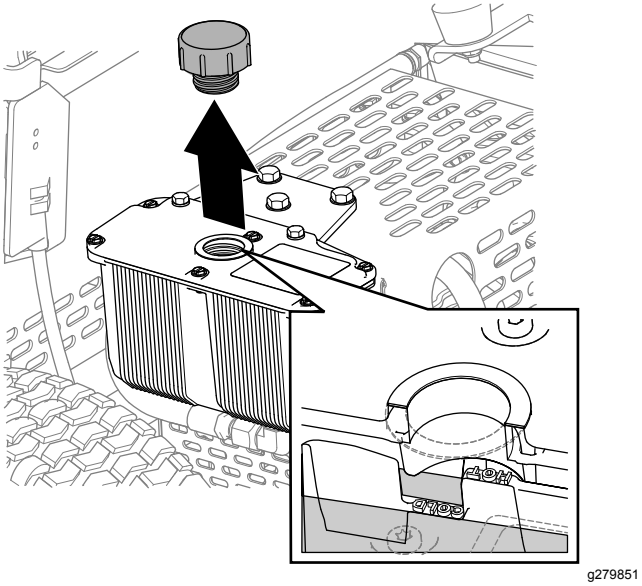

Figura 35
3. Retire o tampão e verifique o nível de fluido hidráulico no reservatório (Figura 35).